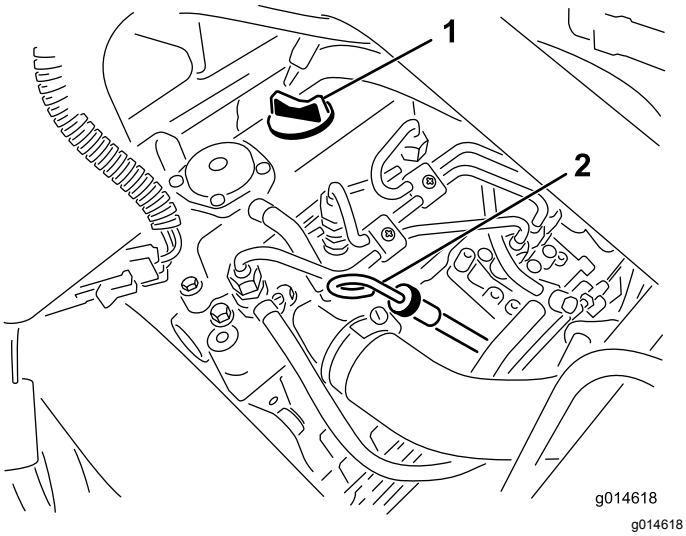

Rysunek 31
2. Wyjmij wskaźnik poziomu i wytrzyj go czystą szmatką (Rysunek 31).